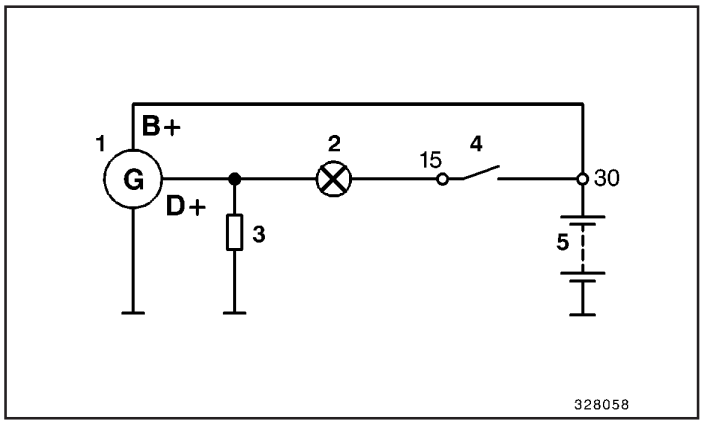

Fig.6
As funções do sistema de carga estão baseadas no sistema mostrado na Fig. 6. Se a chave de ignição (4) é fechada, a corrente circula da bateria (5) pela lâmpada (2) através do resistor para o aterramento. O valor da resistência do resistor (3) é tal que faz acender a lâmpada. Se um motor diesel é ligado e o alternador é conseqüentemente acionado, uma tensão positiva aparecerá no terminal (D+) do alternador. Quando existir tensão positiva em ambos terminais da lâmpada de controle de carga, esta irá apagar. O resistor deve ser montado imediatamente ao lado da lâmpada.